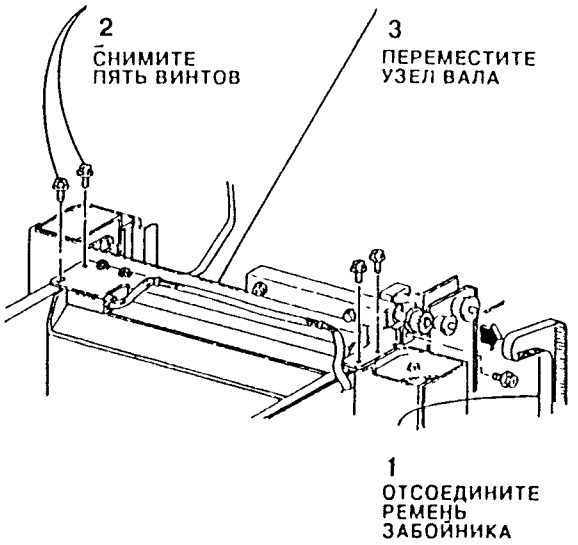

Рис. 5. Переместите узел вала привода забойника
2. Переместите узел вала привода забойника (Рис. 5).